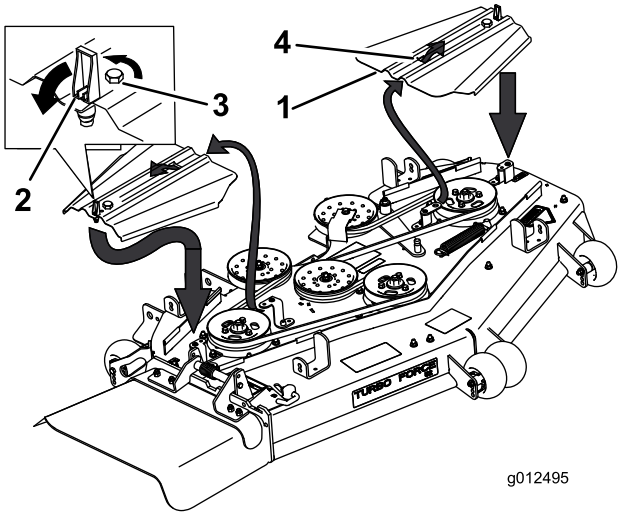

Rysunek 70
5. Usuń pokrywy paska i zamocowane do nich śruby (Rysunek 70).
11. Zamontuj pokrywy paska, wsuwając pokrywę na występ, dokręcając śruby i zamykając zaczepy (Rysunek 70).